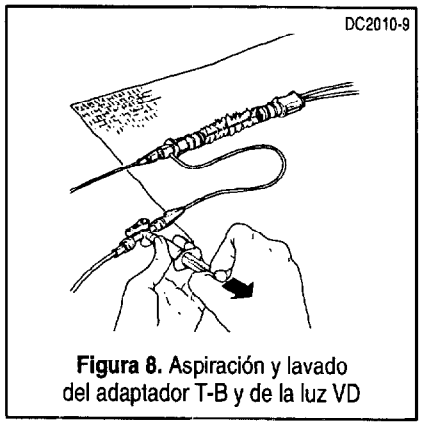

Figura 8. Aspiración y lavado del adaptador T-B y de la luz VD
9. Utilizando una llave Luer de 3 vías, conecte el orificio lateral del adaptador T-B a un dispositivo de lavado continuo con suero fisiológico. Utilizando la jeringa de 5 ml que se proporciona, aspire cualquier resto de aire del orificio lateral y después lave la luz (Figura 8).